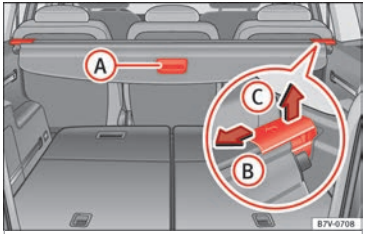

Fig. 165 In the luggage compartment: rear shelf
- Pull the shelf handle ››› **Fig. 165** (A) backwards.
- Release the shelf in the direction of the arrow ››› **Fig. 165** (B).
- Lift the shelf off in direction of the arrow ››› Fig. 165 (B).
- Release the shelf in the direction of the arrow ››› Fig. 165 (B) and lift it in the direction of the arrow (C).